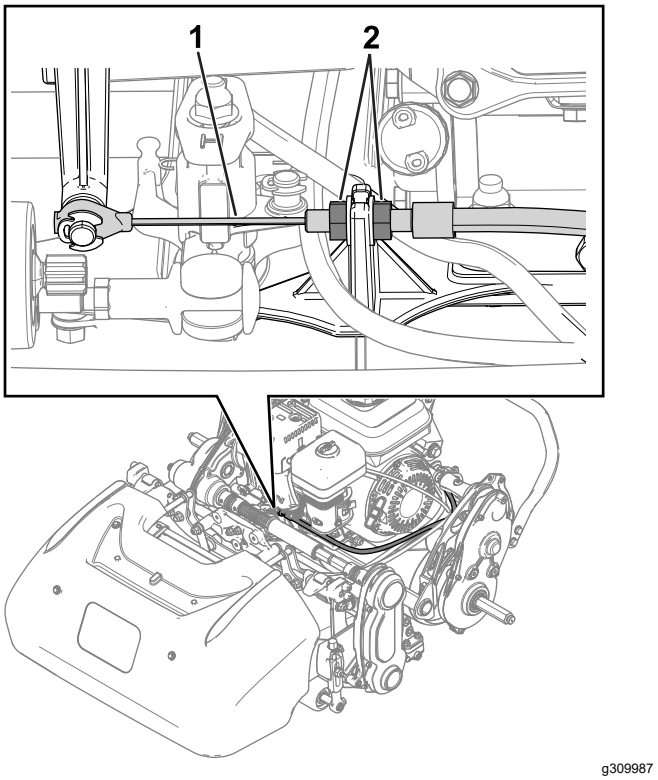
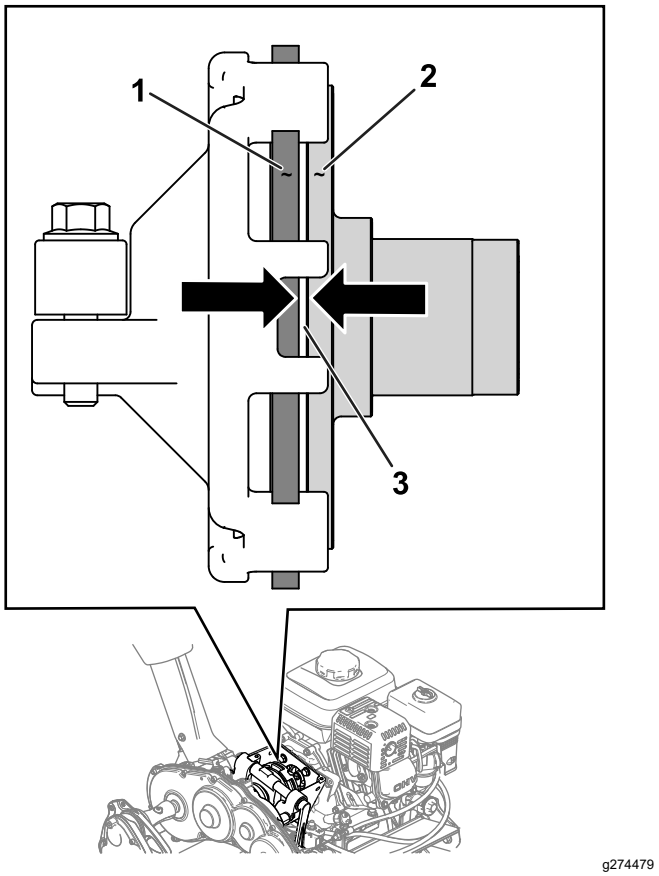

Figure 30
Figure 31
2. Desserrez les écrous de blocage et réglez le câble de déplacement afin d'obtenir un jeu de 1,1 mm (0,045 po) entre le disque de friction et le plateau de pression (Figure 30 et Figure 31).